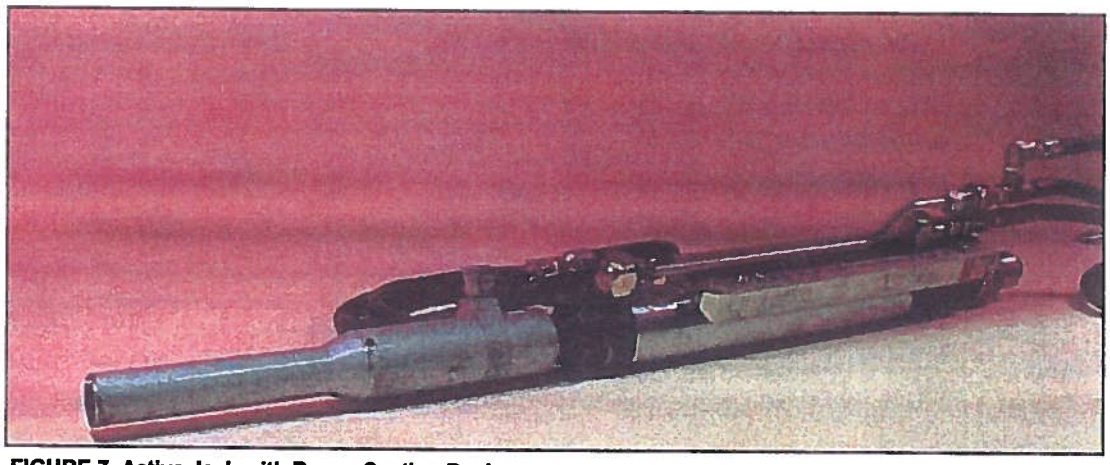

FIGURE 7. Active Jack with Power-Seating Device.
4.7 Active Jack with Power Seating Device (Fig 7)